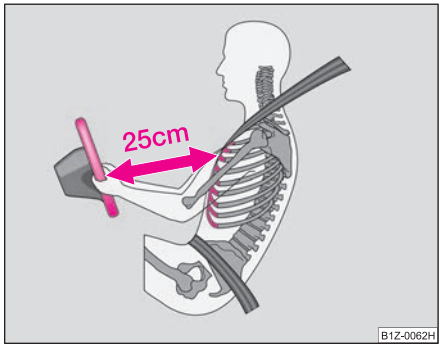

Fig. 148 Safe distance to steering wheel ▶
- For the driver and front passenger it is important to maintain a distance of at least 25 cm from the steering wheel or dash panel ⇒ page 165, fig. 148. Not maintaining this minimum distance will mean that the airbag system will not be able to properly protect you - hazard! The front seats and the head restraints must always also be correctly adjusted to match the body size of the occupant.